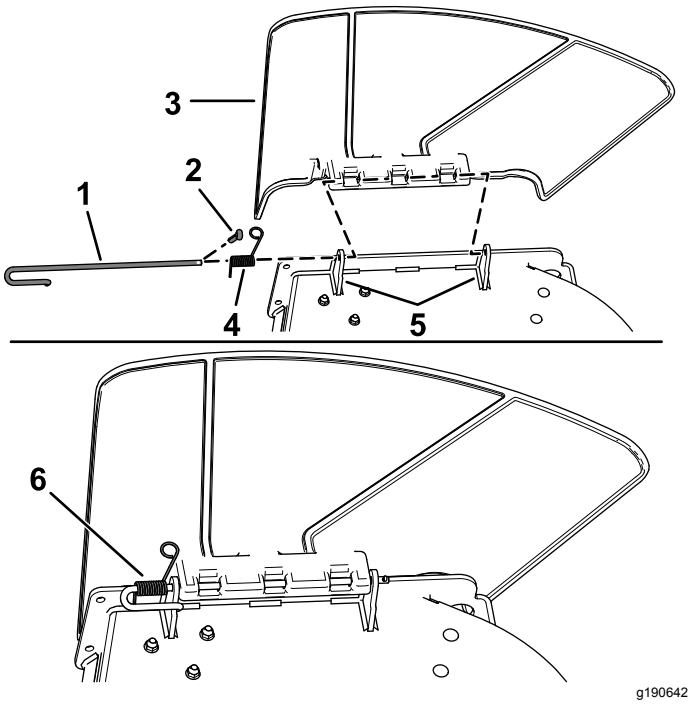

Figur 6
av de sveisede klippeenhetsbrakettene, fjær og utslippsavlederen (Figur 6).
2. Fjern avlederen (Figur 6).